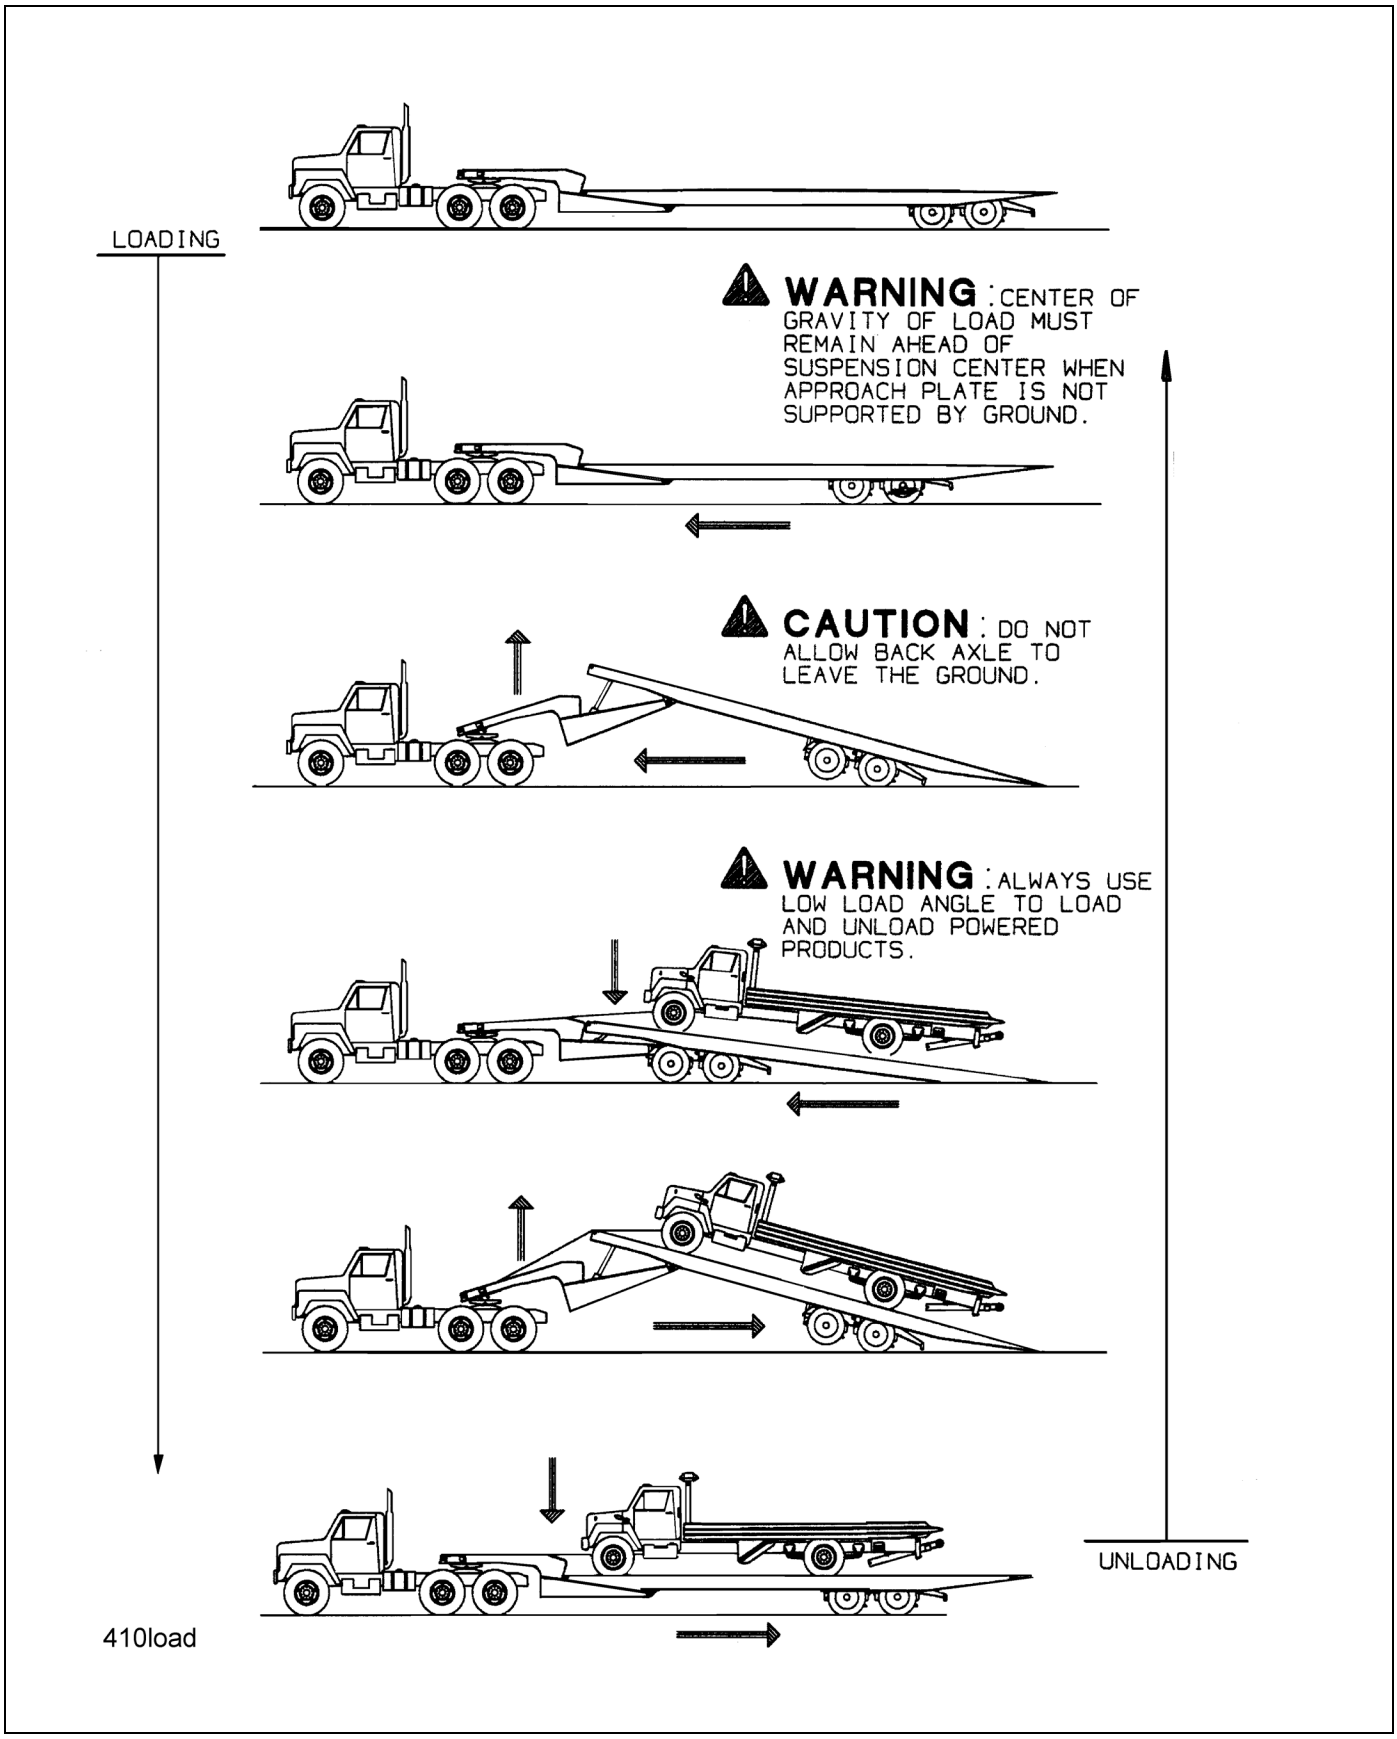

Figure 3-7: Steps for Loading and Unloading
2. Park the tractor/semitrailer in a straight line on level even surface. Set the tractor brakes and release the semitrailer brakes **(See Figure 3-7.)**
2. Park the tractor/semitrailer in a straight line on a level even surface **(See Figure 3-7.)** Set the tractor brakes and release the semitrailer brakes.